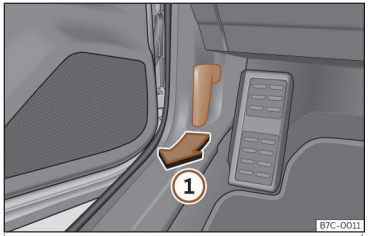

Fig. 192 Palanca de desbloqueo en el espacio reposapiés del conductor.
- Abra la puerta y tire de la palanca que hay debajo del tablero de instrumentos ››› fig. 192 ①.